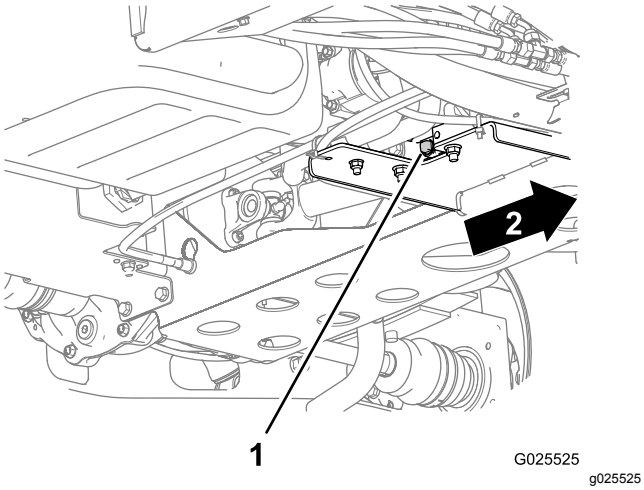

Figur 44
2. Placer en stor drænbakke under olieaftapningsproppen (Figur 44).
3. Fjern aftapningsproppen, og lad olien flyde over i aftapningsbeholderen (Figur 44).